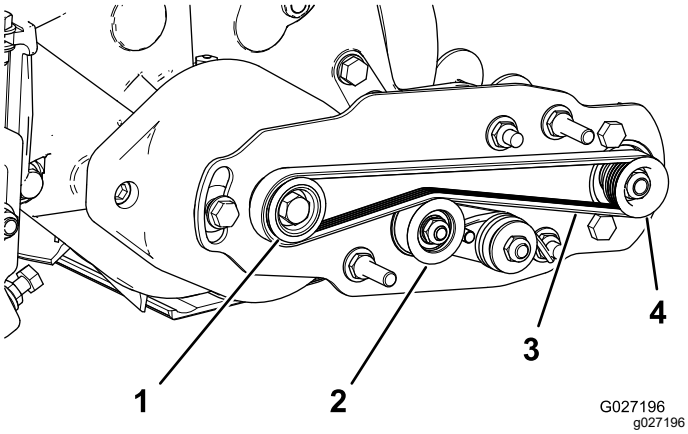

**Figur 16**
- Dra remmen runt **driv**skivan och sedan över mellanremskivan (Figur 16).